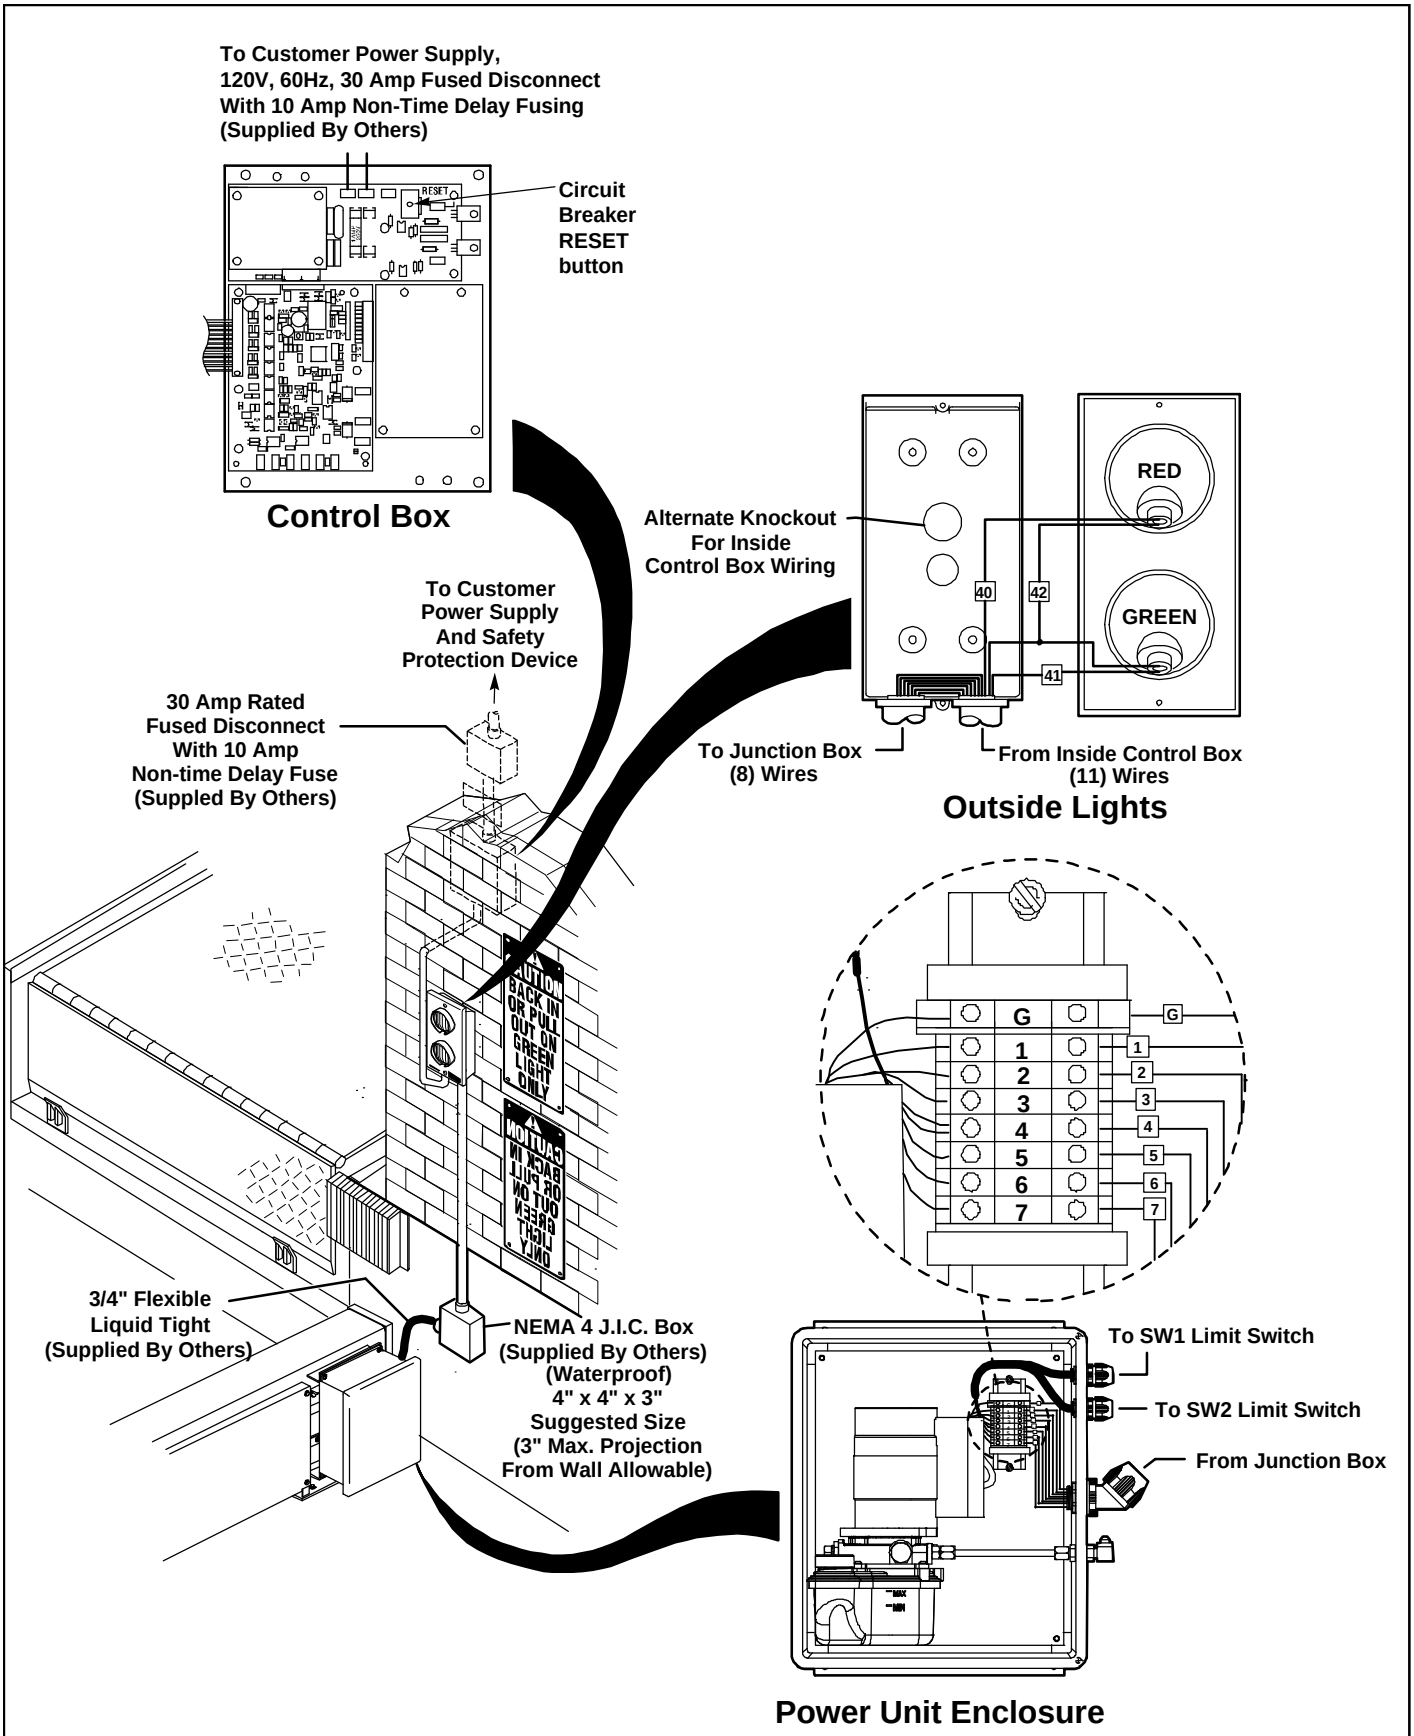

FIGURE 12 - WIRING DIAGRAM
2. Run conduit from control box to outside light box and from outside light box to junction box. See Figure 12.